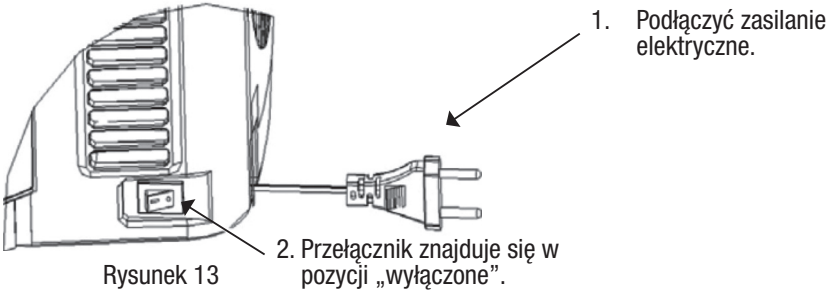

Rysunek 13
3. Włączyć nalewak do piwa, ustawiając włącznik w pozycji „I” (urządzenie wyłączone w pozycji „0”). Patrz rysunek 13.